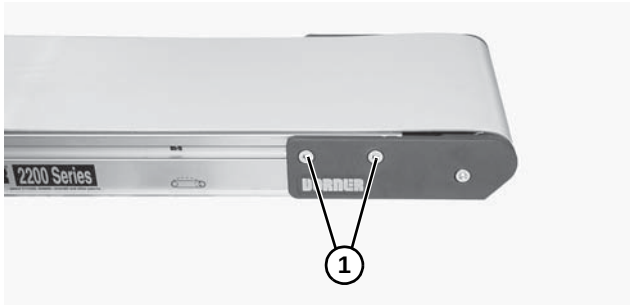

Figure 46
1. On one side of the conveyor, loosen two (2) head plate fastening screws **(Figure 46, item 1)** and remove them.